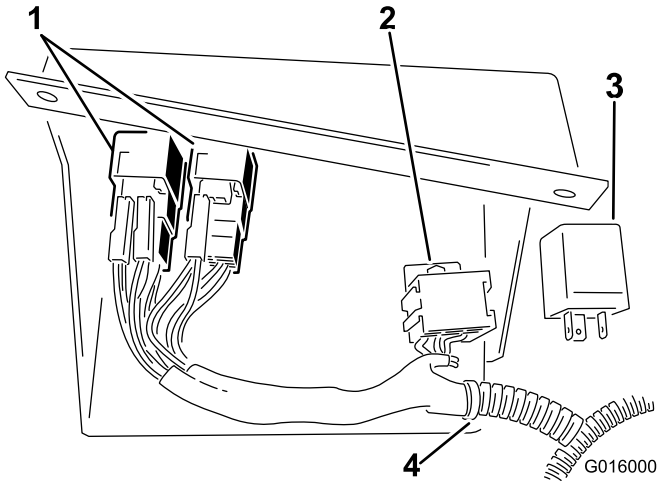

**Figura 12**
6. Conecte el arnés de cables a los interruptores. Sujete la base del relé de los intermitentes con un perno (M5), una arandela (M5) y una tuerca (M5). Sujete el arnés de cables con sujetacables según se indica, y enchufe el relé de los intermitentes (Figura 12).